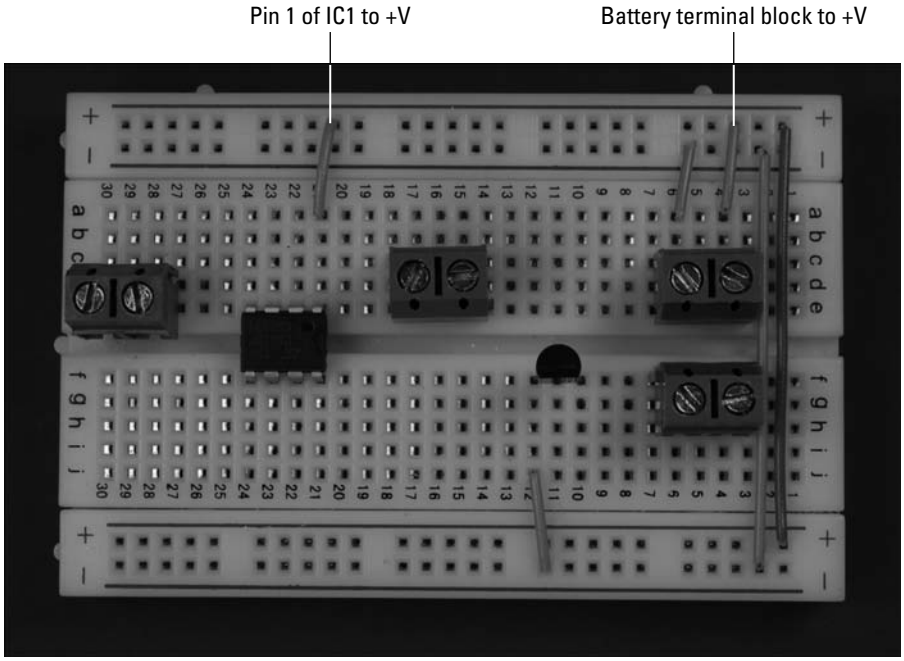

Figure 12-7: Connect components to the +V bus.
3. **Insert wires to connect IC1 and the battery terminal block to the +V bus. Then insert a wire between the two +V buses to connect them, as shown in Figure 12-7.**